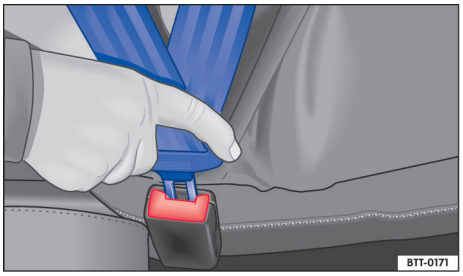

图 56 安全带锁扣和插口
- 将锁舌插入所属座椅的安全插锁内，下压，直至听到啮合声⇒图 56 。安全带锁舌被锁扣锁止。